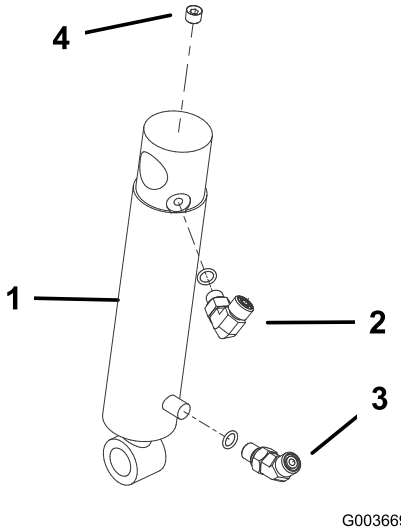

Figure 18
1. Thread a 90° fitting into the upper port in the hydraulic cylinder. Position the fitting as shown in Figure 18.
2. Thread a 45° fitting into the lower port in the hydraulic cylinder. Position the fitting as shown in Figure 18.